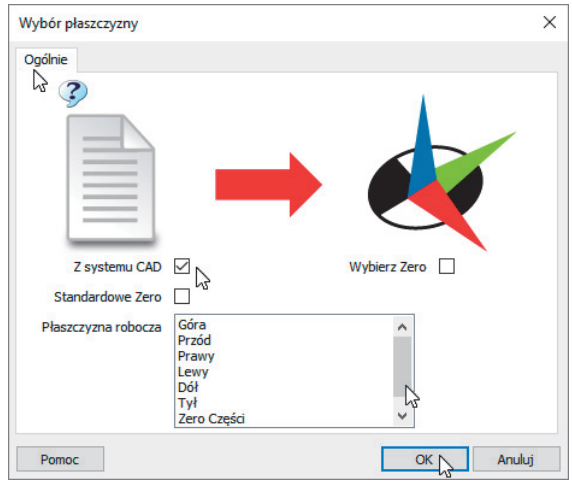

Rysunek 9.56. Okno automatycznego wyszukiwania cech technologicznych — Wybór płaszczyzny
2. Wypełnij okno dialogowe *Wybór płaszczyzny* i kliknij *OK* (rysunek 9.56).